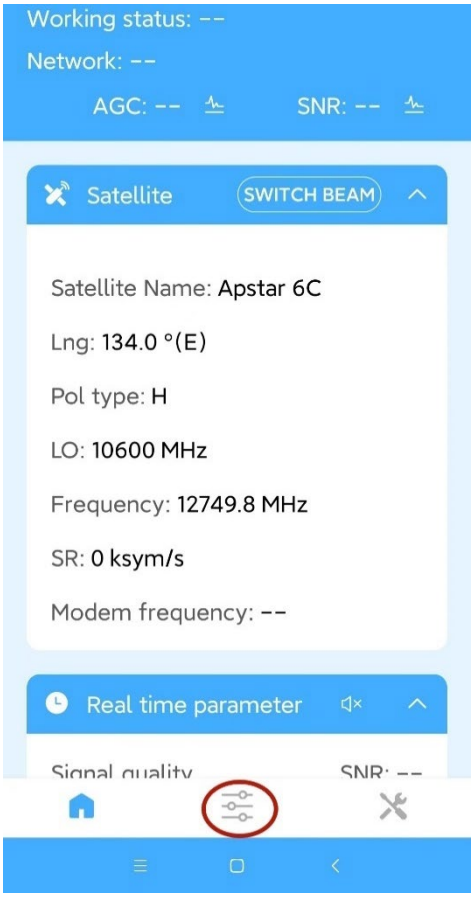

Figure 7-10
7. In the Home screen, click the navigation bar icon below to enter the parameter setting interface, as shown in Figure 7-10.